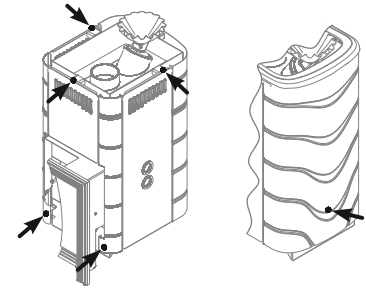

Рисунок 8. Саморезы для демонтажа конвектора печи
2. Снять конвектор, открутив 6 саморезов (рисунок 8);